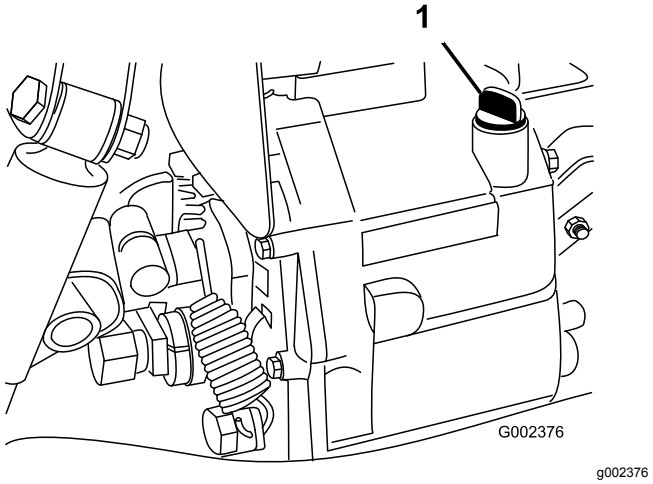

Figur 20
2. Rengør området omkring målepinden (Figur 20).